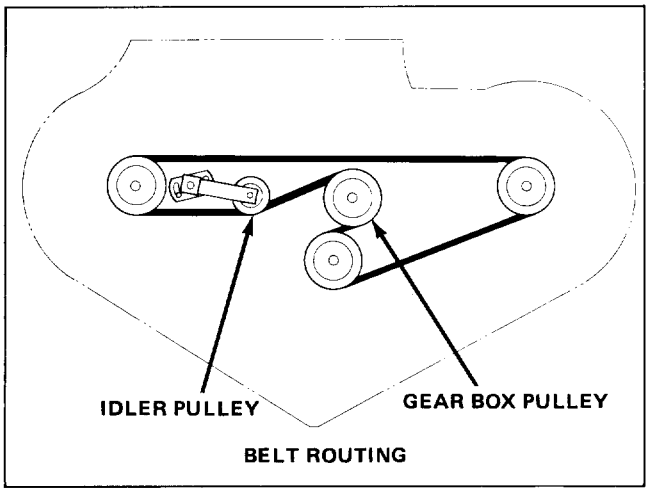

Figure 33
5. Install new belt around gear box pulley, spindle pulleys and idler pulley (Fig. 33).